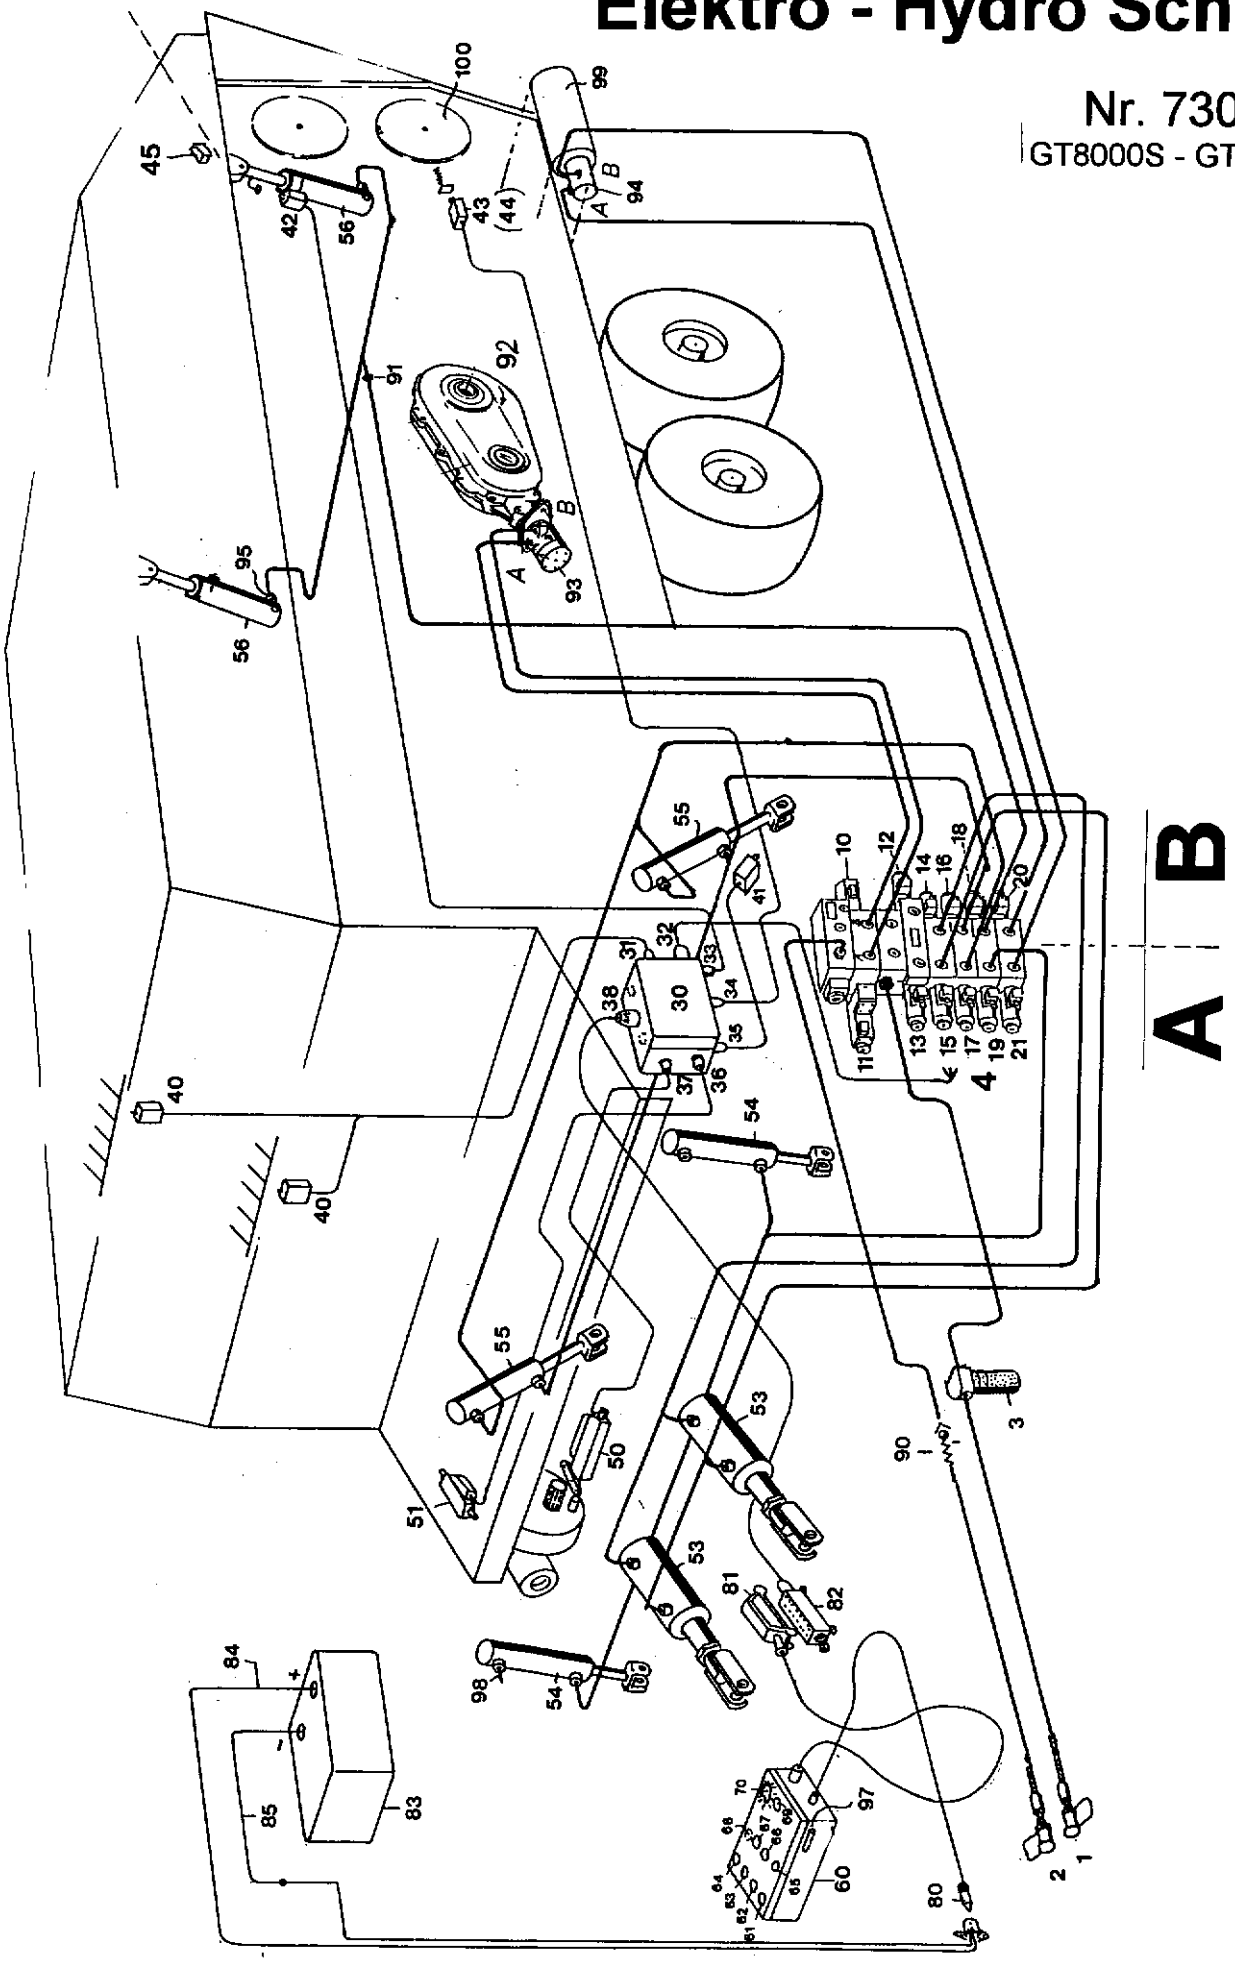

Fig.35
8. Überprüfung der Endabschaltung durch Betätigung des Endschalters 43, Fig.35, an der Dosierwalze (Typ L = Pilstaster) . Rollboden muß zum Stillstand kommen.